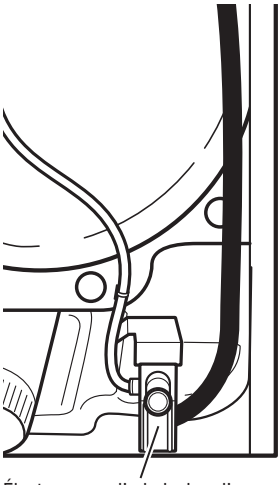

Figure 12 - Composants du système d'eau.
Activer le Mode de test de service (voir page 34). Exécuter l'étape 8 du tableau de mode de test de service (voir page 36). Contrôler l'introduction d'eau dans le tambour. Voir figure 12.
- Vérifier que les conducteurs et le tuyau d'alimentation sont connectés sur l'électrovanne d'admission d'eau (voir figure 12).